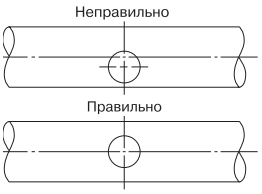

Рис. 3
- Сделать отверстие в трубе, как показано на Рис. 3. Убедиться, что оно перпендикулярно центру трубы. Если отверстие сделано не по центру, то лопасть будет задевать за внутреннюю стенку трубы.